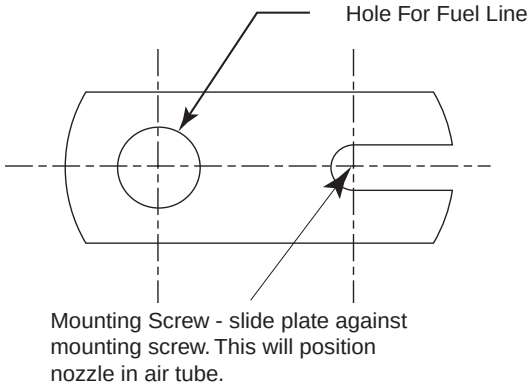

Figure 18. Electrode Assembly Installation
2. Install electrode assembly into air tube unit. Use escutcheon plate for mounting (see Figure 18).